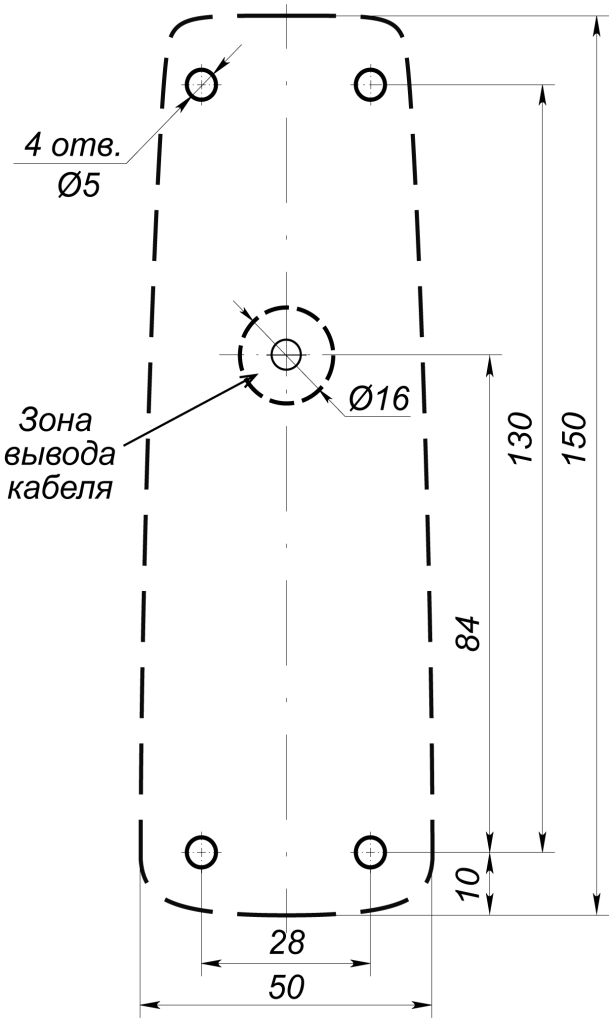

Рисунок 1. Разметка отверстий для установки считывателя (пунктиром показаны габариты корпуса считывателя)
2. Произведите разметку и разделку отверстий на установочной поверхности для крепления металлического основания и проводки кабеля от считывателя. Схема разметки указана на рис. 1.